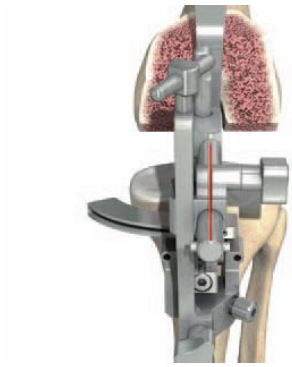

рис. 21
2.3.1 Настройка ротации (рис. 21)